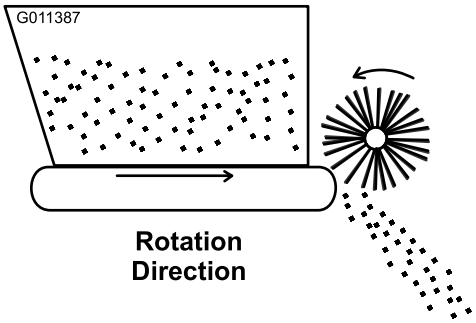

Figur 18
4. Starta fordonets motor och testa rotationen på transportbandet och borsten. Sätt Workman-spaken för den fjärrstyrda hydraulventilen i körläget. Rotationen ska vara som i Figur 18. Om rotationen går åt motsatt håll måste snabbkopplingarna vändas.